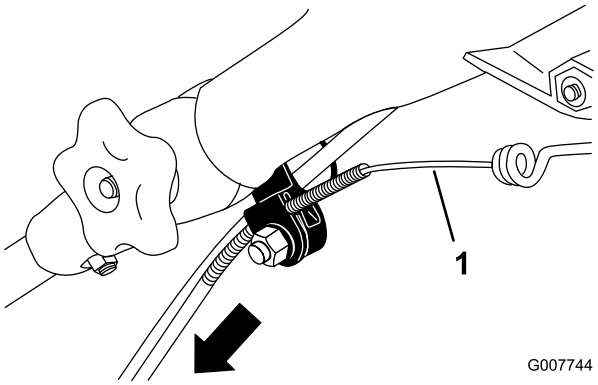

Bild 36
3. Ziehen Sie den Kabelmantel nach unten, bis der freigelegte Zug kein Spiel mehr hat (Bild 36).